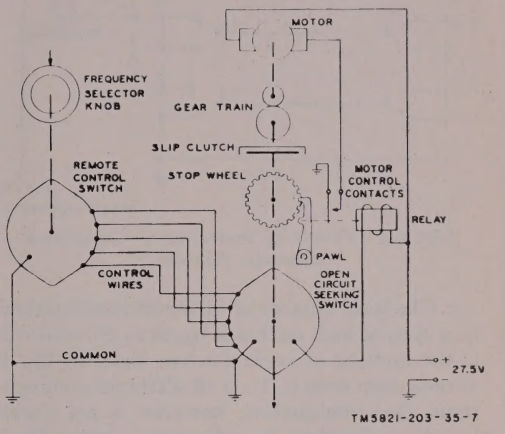

Figure 19. Autopositioner system, functional diagram.
32. Autopositioner Basic Elements (fig. 19)
a. The basic elements of the Autopositioner (fig. 19) consist of a motor and its gear train, a slip clutch, a rotating shaft on which is fastened a notched stop wheel, a pawl which engages the notches of the stop wheel, and a relay which actuates the pawl and operates a pair of electrical contacts for starting and stopping the motor.